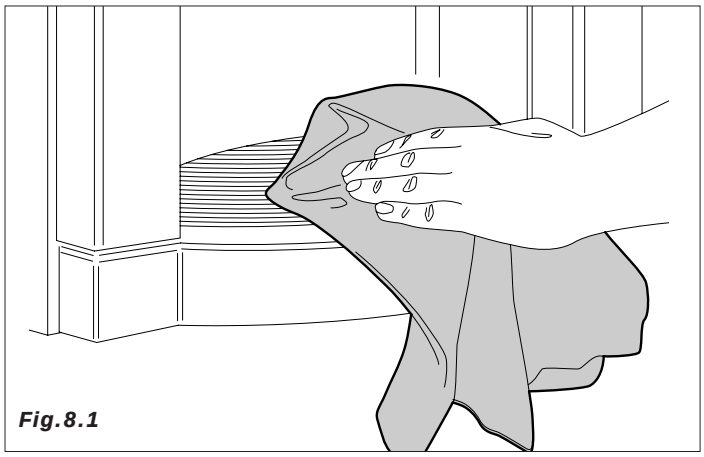
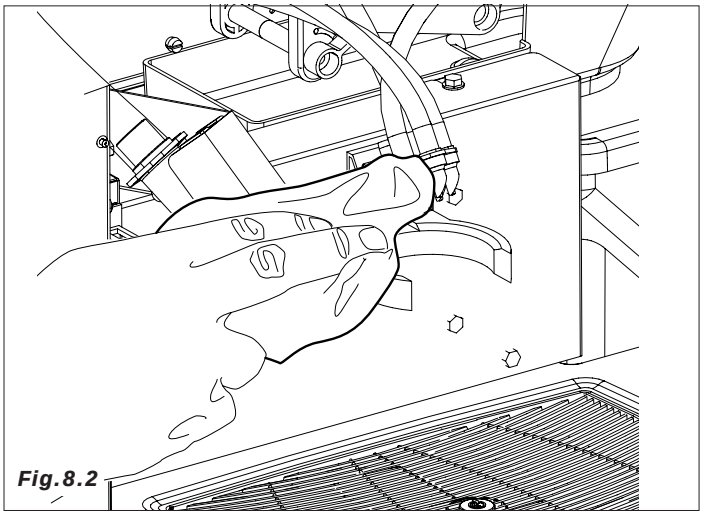

Fig.8.1
Fig.8.2
– limpiar todas las partes visibles de la zona de recepción de vasos *(Fig.8.1 e Fig.8.2)*